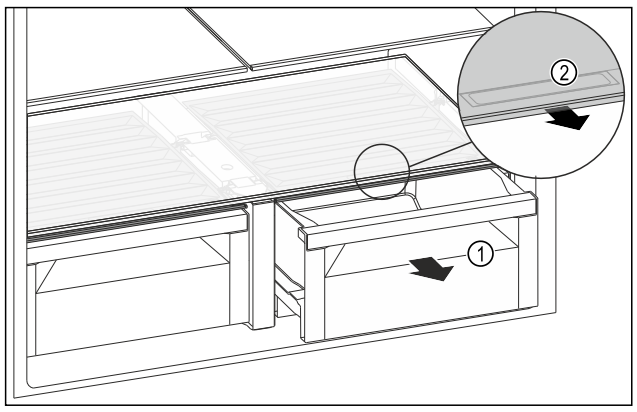

Fig. 118
▶ Zásuvku *Fig. 118 (1)* vytáhněte.
▶ Uchopte prohlubeň pro rukojeť *Fig. 118 (2)* na víku zásuvky a současně zatáhněte za víko zásuvky směrem dopředu.